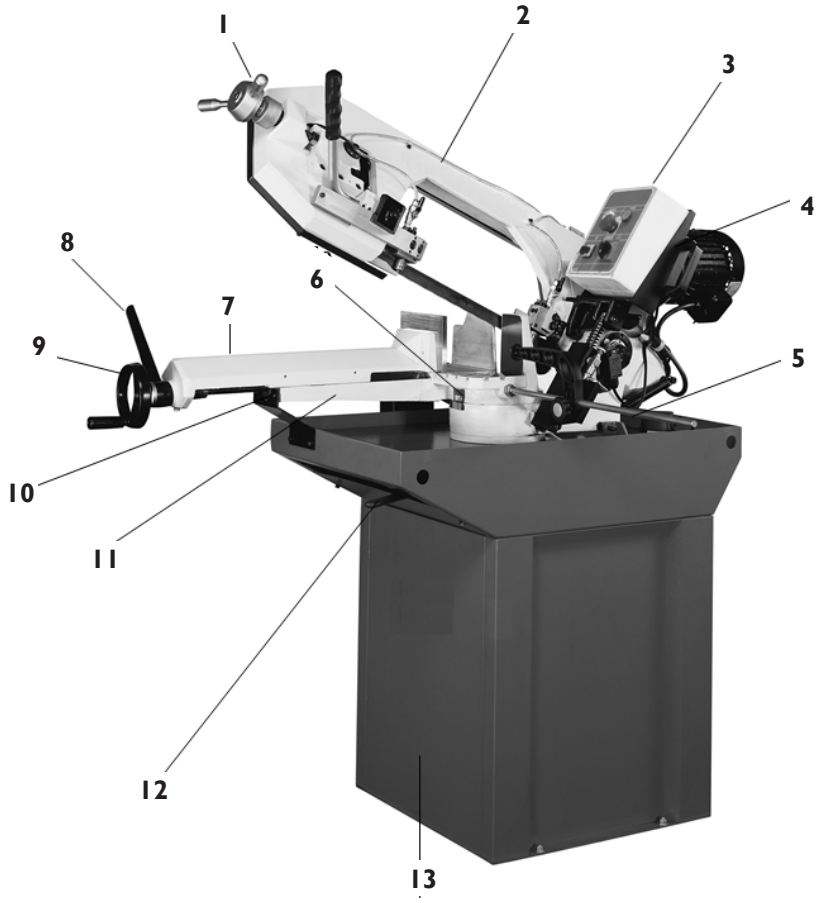

Fig. 1 : Description de la machine
- Avant de déballer la machine, amenez-la sur le lieu d'installation au moyen d'un chariot élévateur (figure 1).